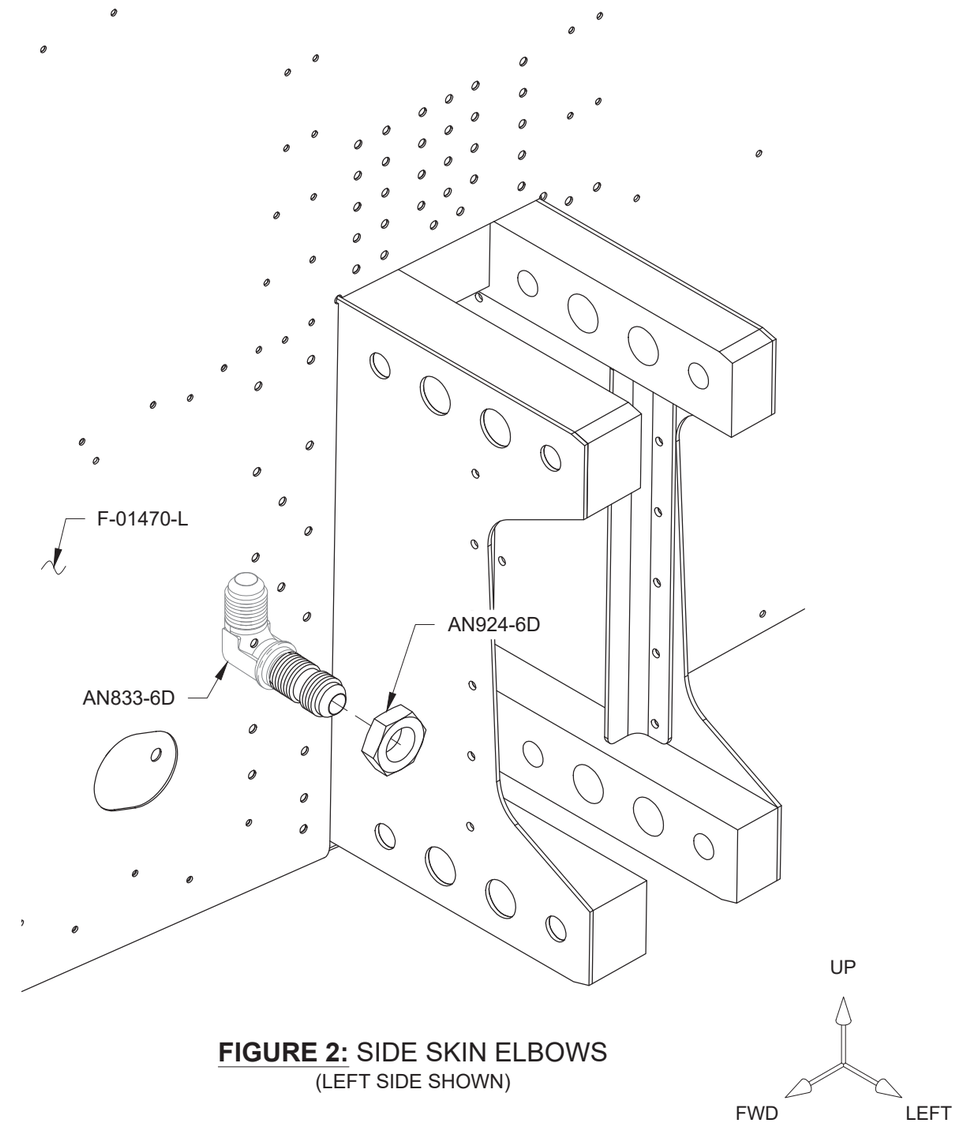

FIGURE 2: SIDE SKIN ELBOWS
Step 3: Install two elbows through the holes in the F-01470-L & -R Fuselage Side Skins as shown in Figure 2. Elbows are clocked vertically. **DO NOT** fully tighten nuts at this time.